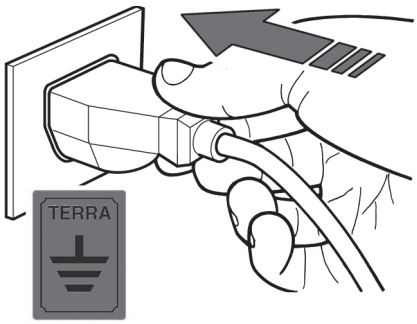

fig. 17
- E' obbligatorio che l'apparecchiatura completa sia collegata adeguatamente ad una efficiente presa a terra (fig.17).